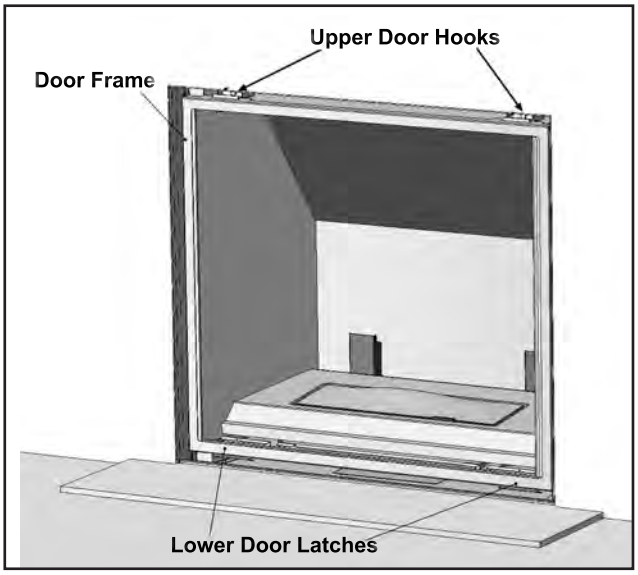
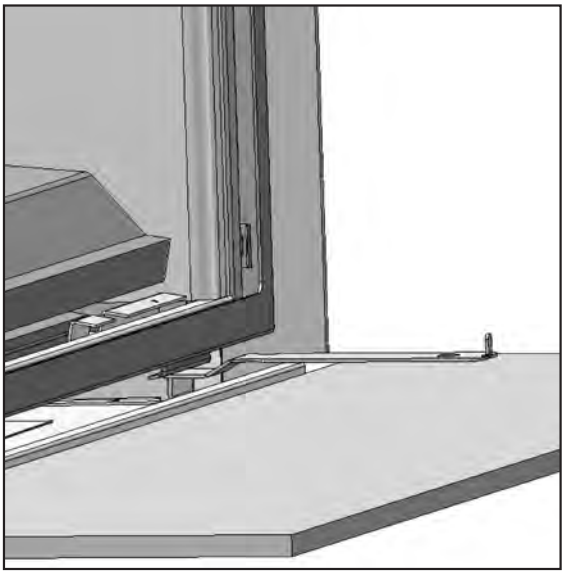

Figure 5: Door Latch Locations.
Figure 6: Door Latch Tool in Place.
1) The fireplace door is hung on two (2) hooks on the top of the firebox. The two (2) door latches at the bottom of the firebox hook over the tabs on the bottom of the door frame.
2) Lower the door latch tool underneath the door frame. Catch the lower door latch with the door latch tool (see Figure 5) and pull it out slightly, then down. Once the lower door latch clears the tab on the bottom of the door frame, release it inwards and then remove the door latch tool. Refer to Figures 6 & 7.